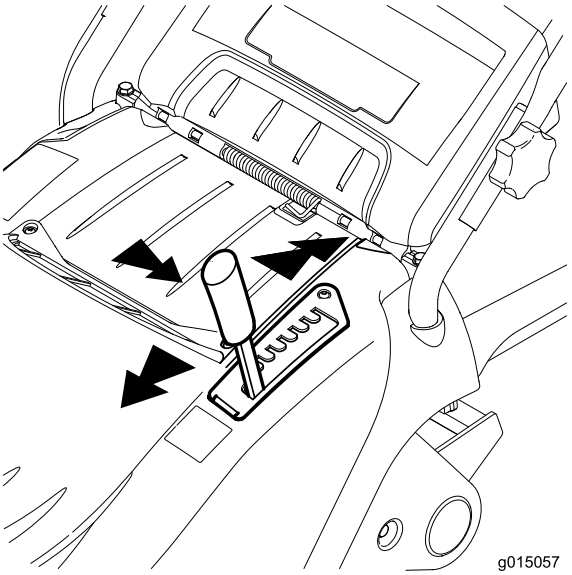

Figure 13
2. Pull the height-of-cut lever out of the position slot it is in and move it forward or back to the desired slot (Figure 13).